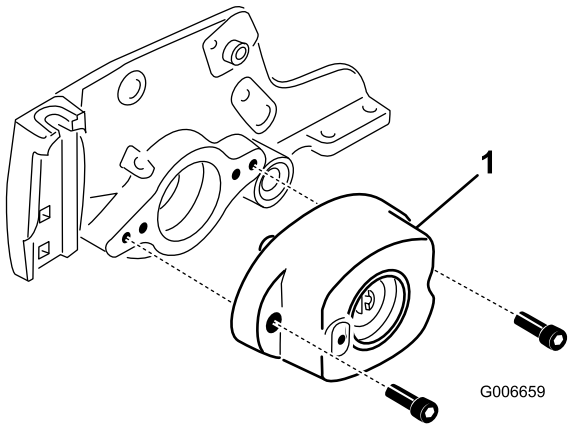

図 18
10. ベアリングハウジングをカッティングユニットのサイドプレートに固定しているネジ2本を取り外す図 18。
11. サイドプレートからベアリングハウジングを取り出す図 18。